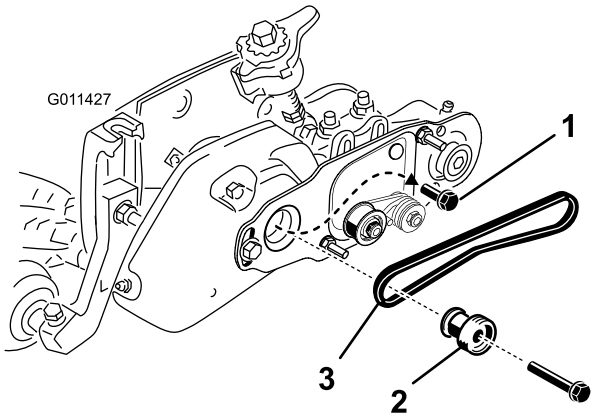

Figura 31
42. Retire el perno que sujeta la polea del acondicionador al eje motor (Figura 31).
43. Introduzca la polea motriz del cepillo en la polea motriz del acondicionador y sobre el eje motor (Figura 31). Asegúrese de que las pestañas de la polea entran en la ranura del eje motor.
44. Aplique Loctite a las herramientas del tornillo de cabeza embridada de 3/8" x 2". Fije la polea de arrastre al eje con el tornillo de cabeza embridada (Figura 31). Apriete el perno a 46–54 N·m.